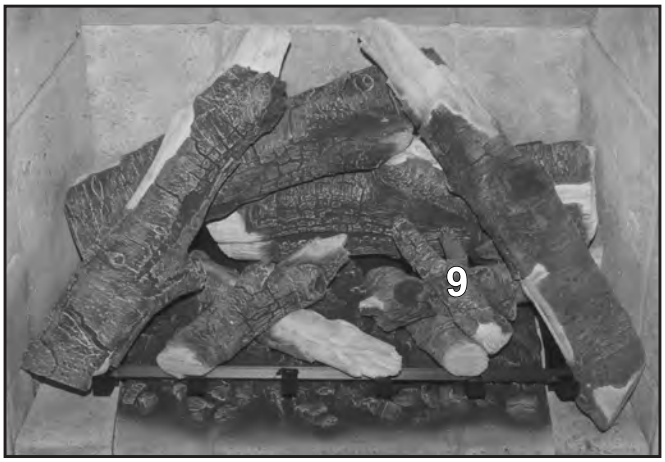

Figure 31: Log 9 in Place.
9. Sit the Y shaped Log 9 across Log 4 and 5 as shown in Figure 31.